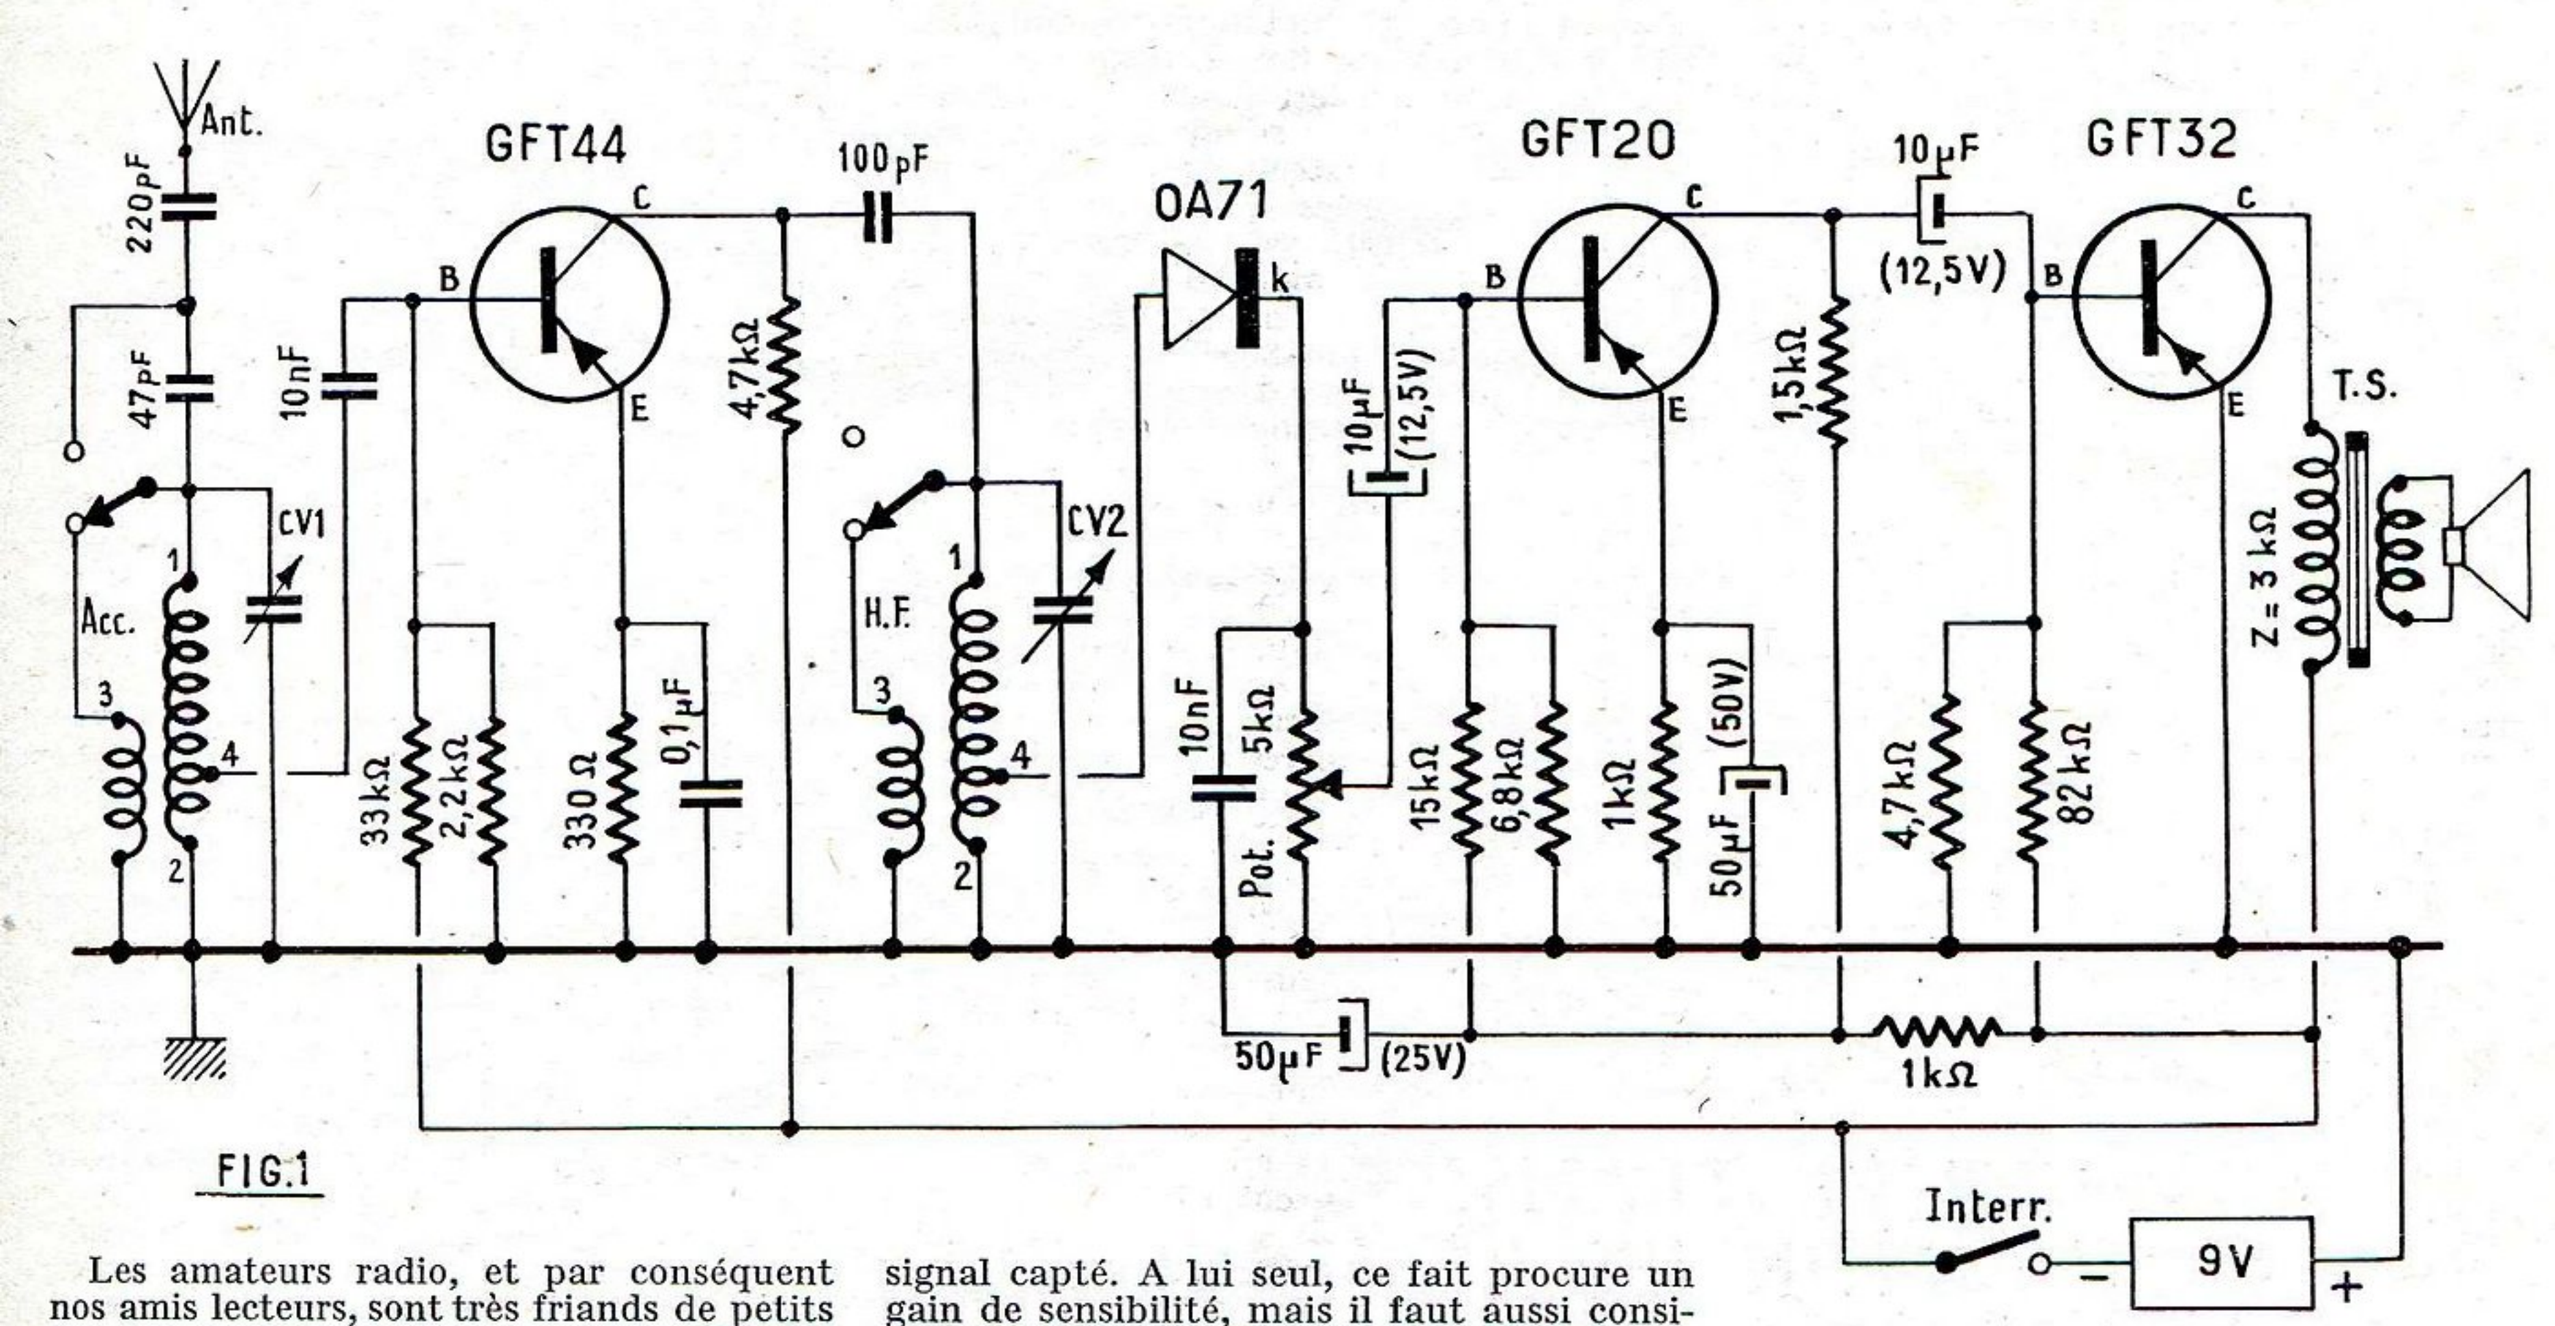

FIG.1
Le schéma est donné à la figure 1. Le circuit d'entrée est constitué par un bobinage T60 accordé par un CV de 490 pF. L'enroulement GO de ce bobinage (1-2) comporte une prise (4) de manière à réaliser une adaptation convenable avec l'impédance d'entrée du transistor HF. En PO le commutateur place le bobinage PO en